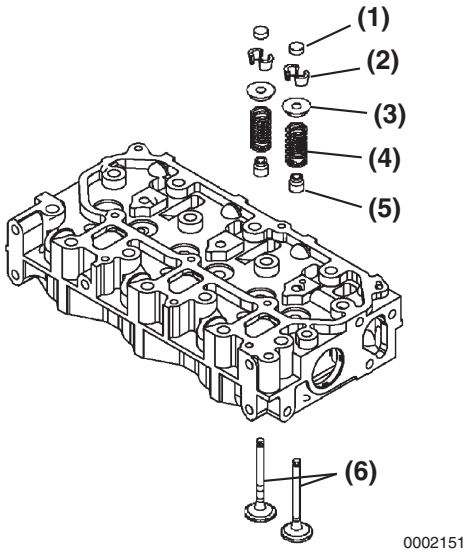

Figure 6-28
4. Install all the valves **(Figure 6-28, (6))** in their proper location in the cylinder head.
5. Put the cylinder head on the workbench with the combustion side down to install the valve springs. Reinstall the valve spring **(Figure 6-28, (4))** and spring retainer **(Figure 6-28, (5))**.
7. Insert the valve keeper **(Figure 6-28, (2))** and slowly release the tension in the valve spring. Reinstall the valve cap **(Figure 6-28, (1)).** Repeat steps on all remaining valves.